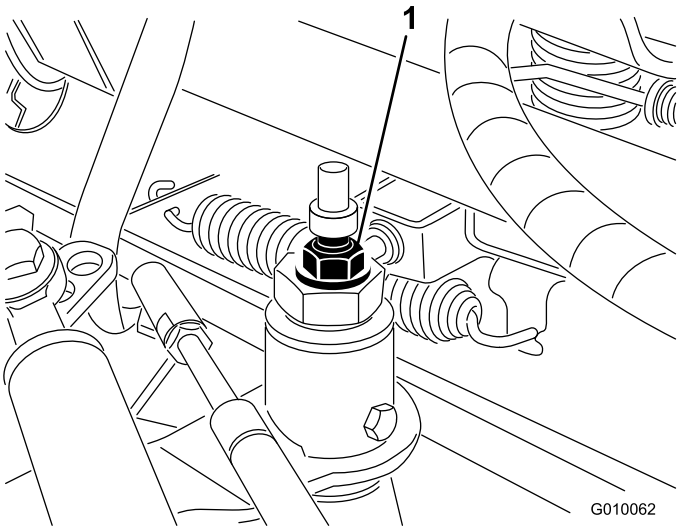

**Figur 53**
3. Lossa låsmuttern på hjuldrivningens justeringskam (Figur 53).